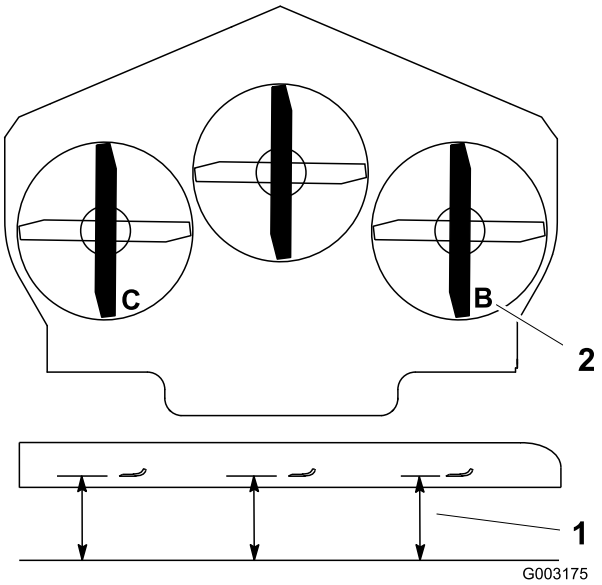

Figur 67
1. Placer højre kniv på langs (Figur 67).
2. Mål den højre kniv ved punktet **B** fra en plan overflade til knivspidsens skarpe kant (Figur 67).
4. Placer venstre kniv på langs (Figur 67).
5. Mål den venstre kniv ved punktet **C** (Figur 67) fra en plan overflade til knivspidsens skarpe kant.